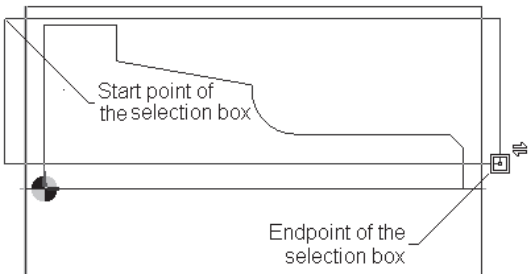

Figure 7-36 *Selection box drawn enclosing the profile*
d. Select the turn tool and generate the rough turn toolpath. Refer to Figures 7-36 through 7-38.
7. Choose the **OK** button; you are prompted to select the profile. Select the profile by dragging a selection box, as shown in Figure 7-36. Right-click to accept the selection.